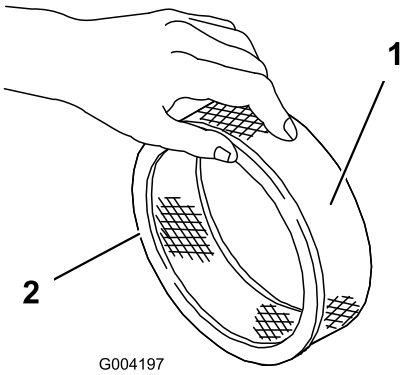

**Figuur 45**
5. Controleer het filterelement op scheuren, een vettig oppervlak of beschadiging van de rubberen afdichting (Figuur 45).
1. Schuif voorzichtig het schuimfilter van het papierfilter (Figuur 45).